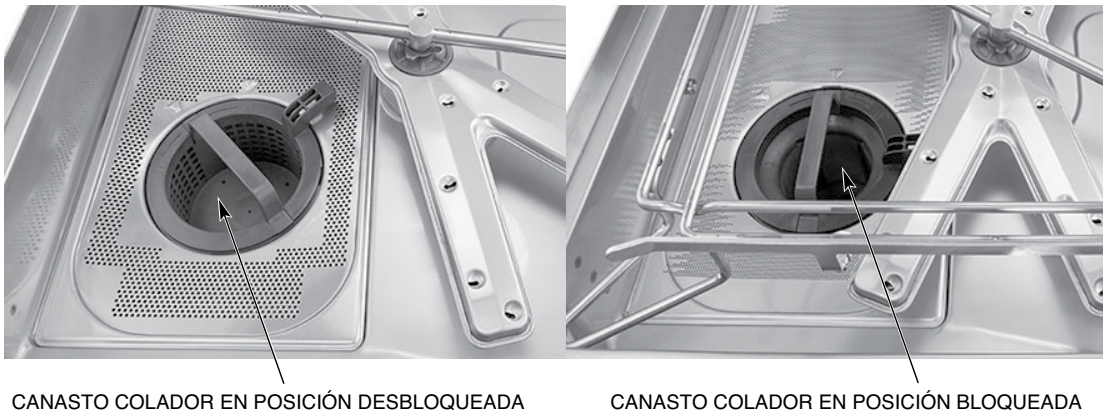

Fig. 19
NOTA: Al instalar el canasto colador, asegúrese de que el canasto esté en la posición de "bloqueo" (Fig. 19).
4. Vuelva a colocar la bandeja del colador y el canasto colador en la máquina y asegúrese de que el canasto esté en la posición de bloqueo (página 24, Fig. 19).